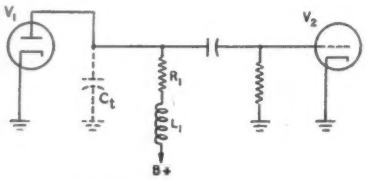

Fig. 6 — **Shunt-peaked stage.**
Referring to Fig. 6, repeated here for convenience, there are three components of interest in extending the high-frequency range of the stage. These are labeled, C_t, R_1, and L_1. C_t can be determined by the methods previously outlined. R_1 is made equal to the reactance of C_t at the highest frequency of correction, f_c.
For example, suppose it is desired to extend the bandwidth of the stage in Fig. 6 to 5 Mc. and C_t is 25 $\mu\mu$fd. Then,
If a conservative design is desired, or several stages are to be cascaded, the following formulas may be used. Still referring to Fig. 6, equation (15) may be replaced by